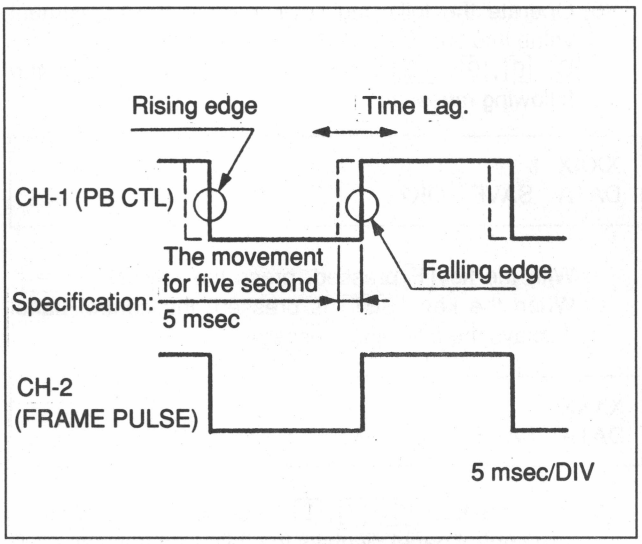

Fig. 8-4-2. Tape Speed Check
6. Thread an alignment (GR2-1) tape and observe the movement at the falling or rising edge of a CH-1 (PB CTL) pulse shown in Fig. 8-4-2 when the tape runs at VAR + 1.0 times the normal speed.